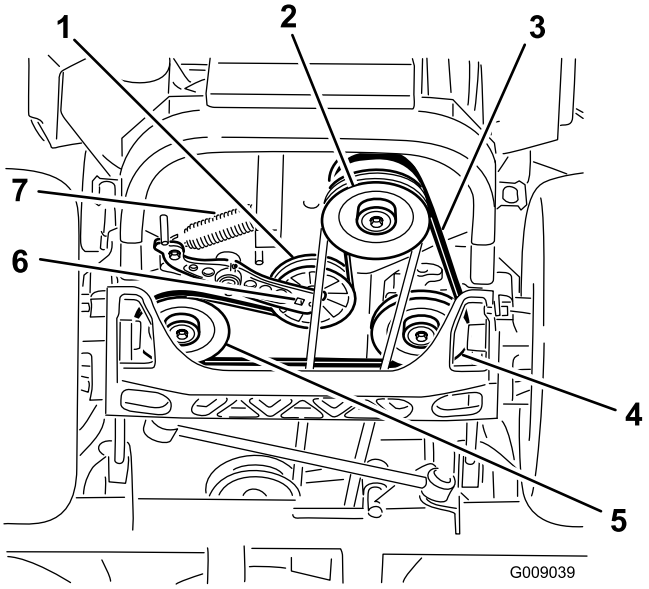

Figur 83
4. Løft opp maskinen og støtt den med jekkstøtter (Figur 83).
5. Bruk en skralle i det firkantede hullet i lederullarmen for å fjerne blindfjæren (Figur 83).
6. Hekt fjæren av rammen (Figur 83).
9. Bruk en skralle i det firkantede hullet i lederullarmen for å montere blindfjæren til rammen (Figur 83).